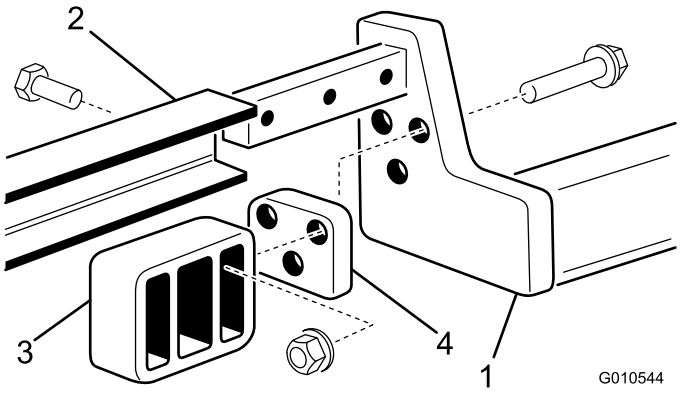

Figura 6
3. Montate una base posteriore su ogni braccio di sollevamento con 3 bulloni (3/8 x 2 poll.), distanziali e dadi flangiati come in (Figura 6).
4. Fate scorrere il telaio portante sui bracci posteriori allineando i fori di montaggio. Fissate ogni lato del telaio portante ai bracci di sollevamento con 3 bulloni (1/2 x 1-1/2 poll.). Serrate i bulloni a un valore compreso tra 95 e 108 Nm (Figura 6).